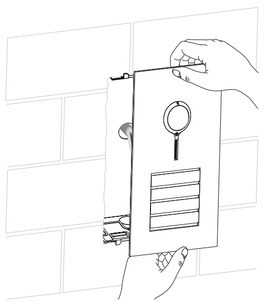

Bild 12: Türstation einsetzen
- Türstation einsetzen und andrücken, bis sie möglichst gleichzeitig oben und unten hörbar einrastet (Bild 12).